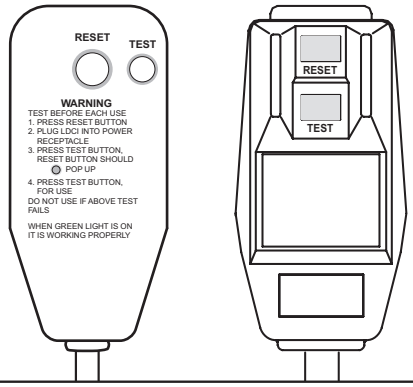

Figure 2
2. Appuyez sur RESET (voir la figure 2).